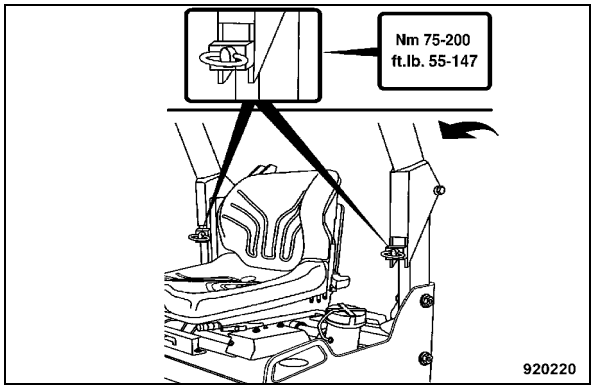

Fig. 118
- Fold up the foldable ROPS (Fig. 118).